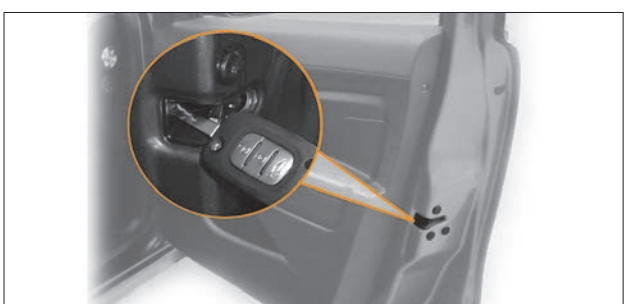

Рис. 1.16. Рычаг для запирания двери при деактивированных электрических приводах замков
- для запирания пассажирских дверей ключом поверните блокиратор внутри замка (рис. 1.16) в горизонтальное положение и захлопните двери;